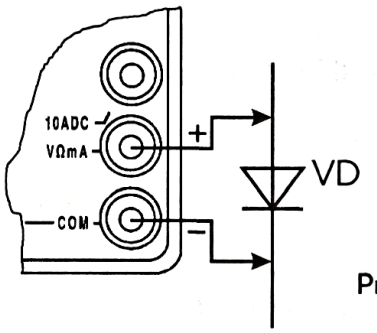

Рис. 1
1. Подключите черный провод (щуп) к разъему «COM» (нижнее гнездо), а красный к разъему «VΩmA» (среднее гнездо) (рис. 1).
1. Коснитесь щупом красного провода, включенного в среднее гнездо «VΩmA», анода исправного диода, а другим щупом катода (рис. 1). Это будет прямое включение диода к щупам. При этом на дисплее высветиться падение напряжения на p-n-переходе диода, выраженное в милливольтах. Оно составляет около 500-700 мВ для кремниевых диодов и около 150–350 мВ для германиевых.